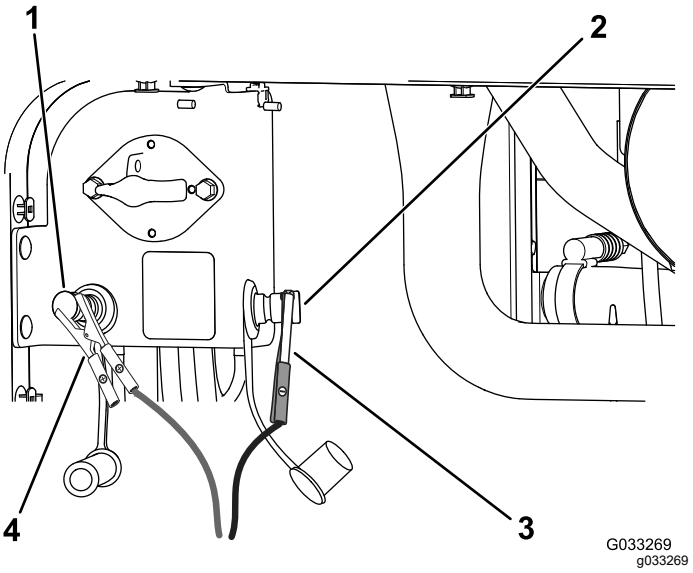

Figuur 109
4. Verbind de positieve (+) startkabel met de positieve (+) startpool (Figuur 109).
5. Verbind de negatieve (-) startkabel met de negatieve startpool (Figuur 109).
7. Wanneer de motor start, laat u de andere persoon de negatieve (-) startkabel van de minpool verwijderen en vervolgens de positieve (+) startkabel loskoppelen (Figuur 109).